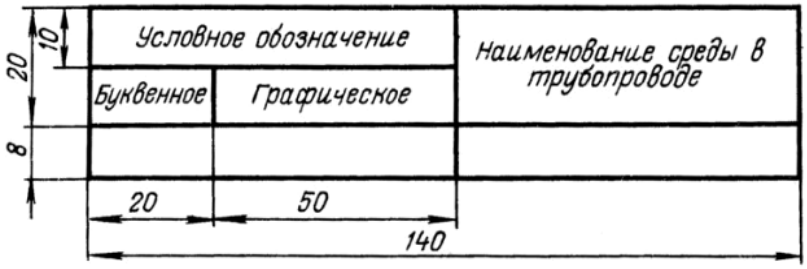

Рис. 7. Форма таблицы для характеристики технологических трубопроводов
– выше таблицы перечня основных составных частей и элементов схемы приводится таблица, в которой расшифровываются условные изображения и обозначения трубопроводов, принятые на схеме (рис. 7).